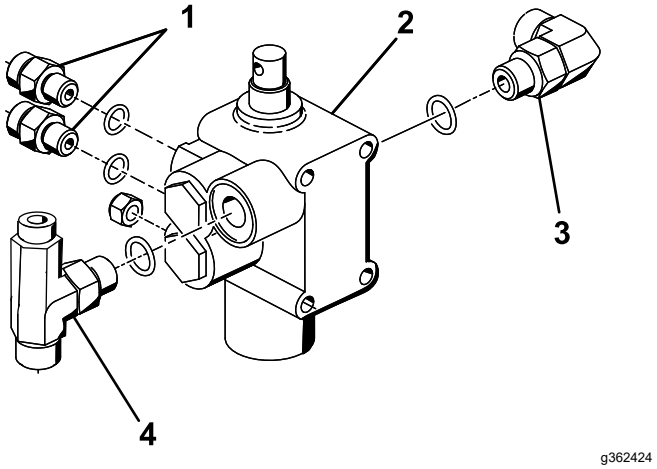

Rysunek 9
3. Wkręć kolanko 90°, 2 proste złączki hydrauliki oraz trójnik zdemontowany z dotychczasowego zaworu 3 Przygotowanie do montażu podzespołów hydrauliki (Strona 5) do nowego zaworu podnoszenia, w sposób pokazany na Rysunek 9.